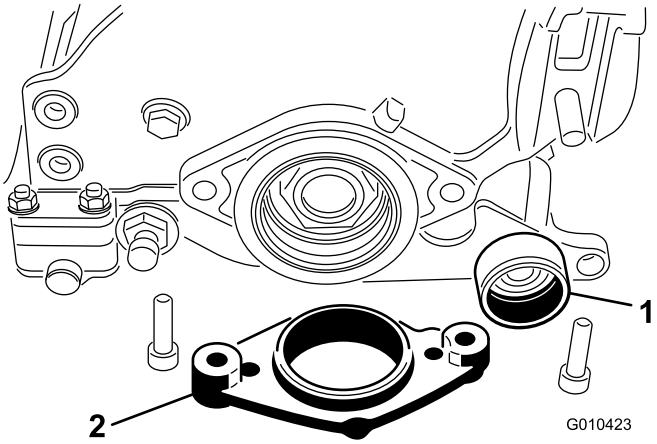

Bild 9
6. Tragen Sie Fett auf die Dichtung in der Lagerstütze der rechten Seitenplatte und auf das Ende der Groomerwelle auf (Bild 9).
7. Setzen Sie das andere Ende der Groomerwelle in die Lagerstütze der rechten Seitenplatte ein (Bild 9).
8. Stecken Sie die Motorhalterung in die Seitenplatte (Bild 9).
9. Befestigen Sie die Motorhalterung und die Seitenplatte mit den zwei vorher entfernten Schrauben und Muttern hinten rechts an der Schneideinheit (Bild 9).